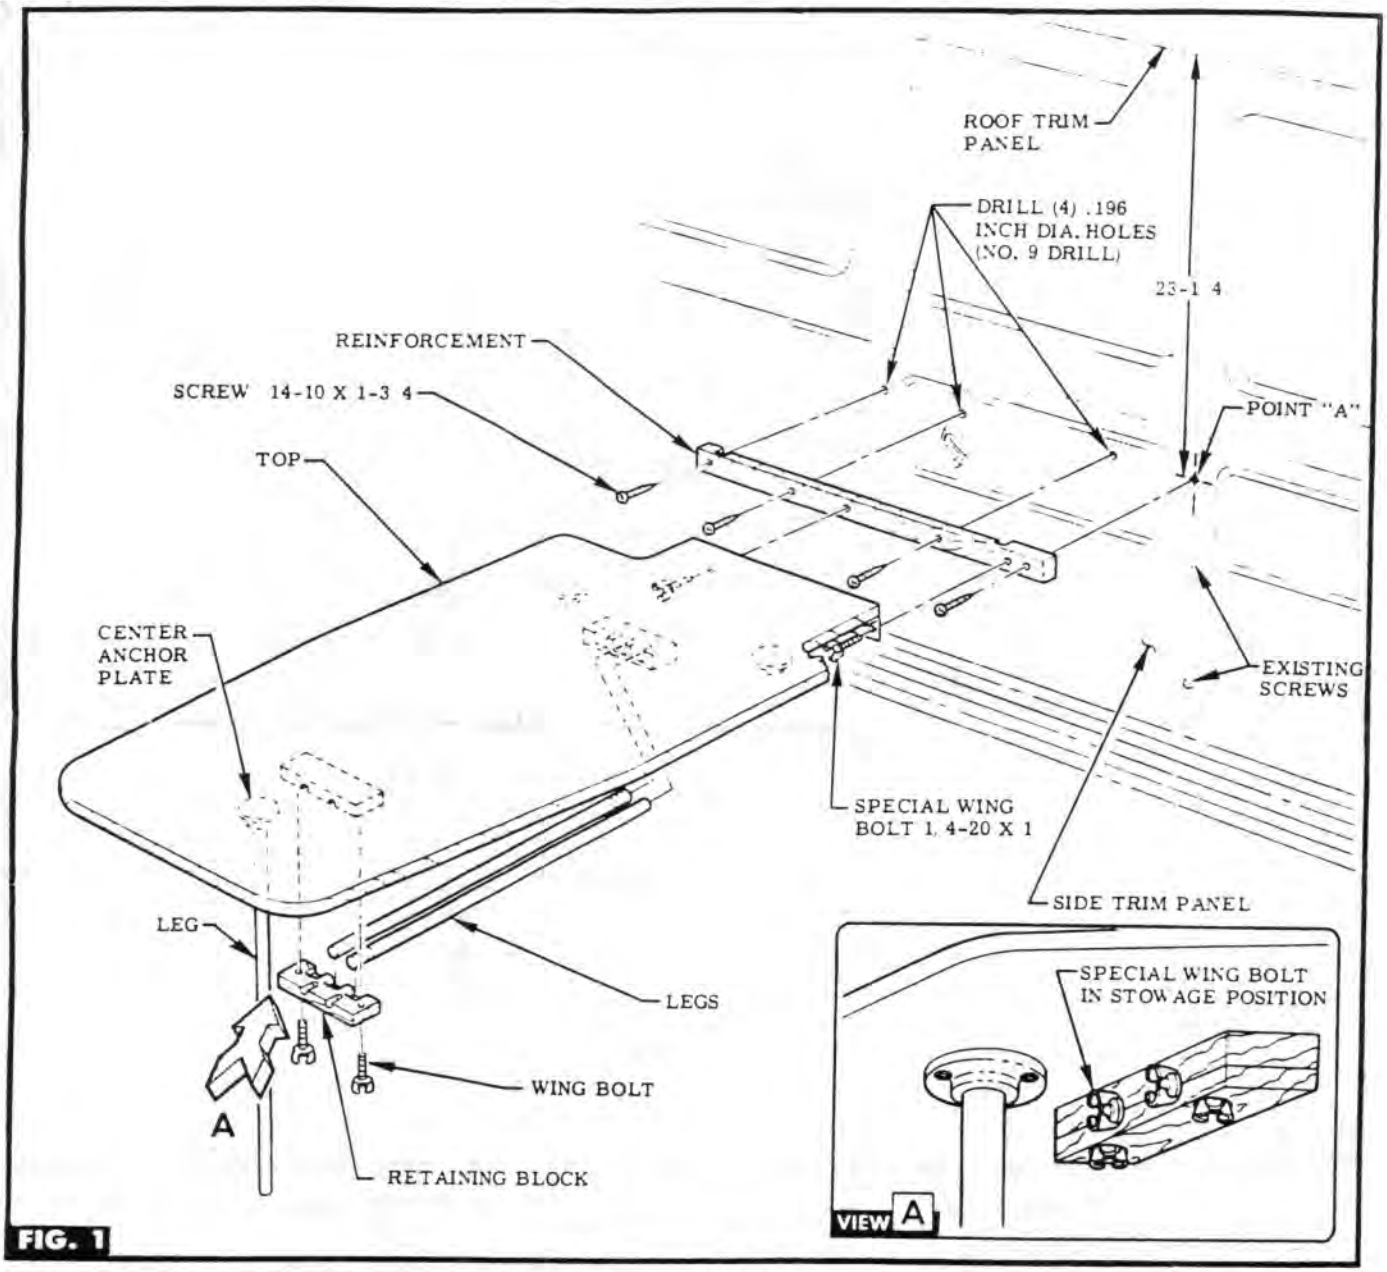

FIG. 1
STEP 1 LOCATE POINT "A" & DRILL HOLE THRU SOFT TRIM PANEL (IF EXISTING) & METAL SIDE TRIM PANEL. HOLE IS TO BE IN ALIGNMENT WITH EXISTING SCREWS. SEE FIG. 1.
STEP 2 ATTACH REINFORCEMENT & ALIGN WITH ROOF TRIM PANEL LOWER EDGE. DRILL REMAINING HOLES USING REINFORCEMENT AS A TEMPLATE. SEE FIG. 1.
STEP 3 SECURE REINFORCEMENT TO SIDE TRIM PANEL WITH REMAINING SCREWS. SEE FIG. 1.
STEP 4 REMOVE WING BOLTS & RETAINING BLOCK FROM UNDERSIDE OF TABLE. REMOVE (1) TABLE LEG FROM STOWAGE POSITION. REPLACE RETAINING BLOCK & WING BOLTS TO SECURE REMAINING (2) LEGS. SEE FIG. 1.
STEP 5 SCREW TABLE LEG INTO CENTER ANCHOR PLATE ON BOTTOM OF TABLE & ATTACH TABLE TO REINFORCEMENT WITH (2) SPECIAL WING BOLTS. SEE FIG. 1.